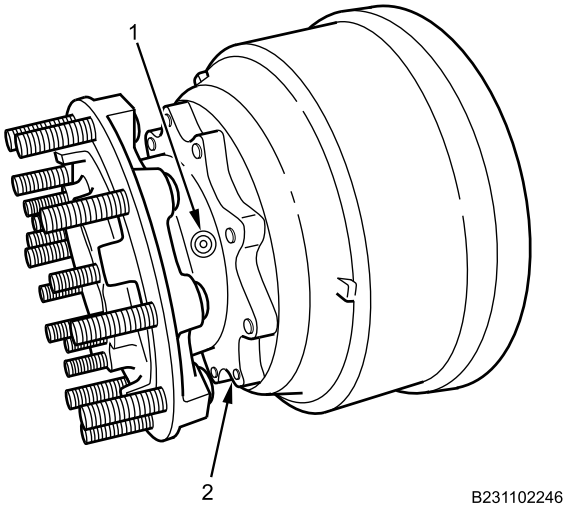

Figure 2. Rear Axle Outer Hub Plug.
2. Install drain/fill plug (Figure 2, Item 1) into rear axle outer hub assembly (Figure 2, Item 2). Tighten and secure.